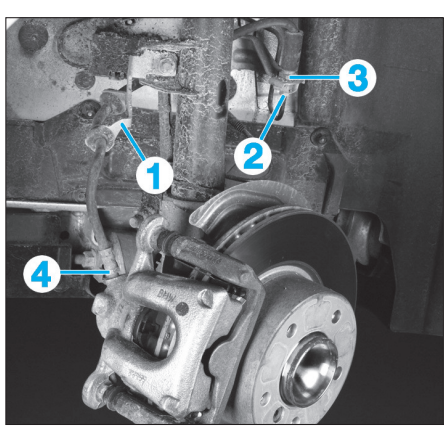

Fig. 5
• Extraire le flexible de frein du support (1) **(Fig.5)**.
• Desserrer le raccord (2) du flexible de frein sur la conduite rigide.